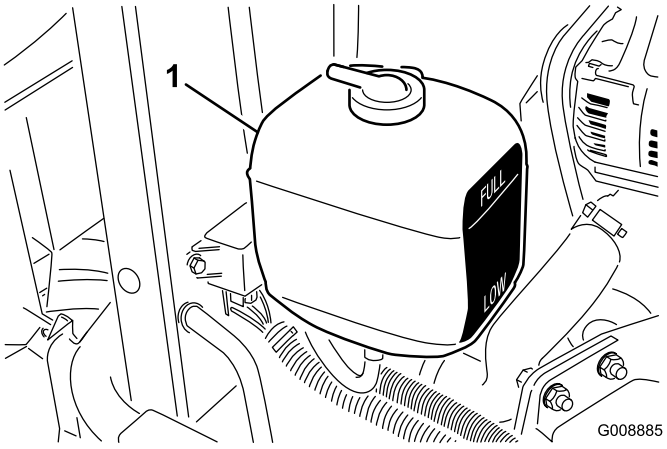

Figuur 24
1. Controleer het koelvloeistofpeil in de expansietank (Figuur 24). Als de motor koud is, behoort het koelvloeistofpeil ongeveer halverwege tussen de markeringen op de zijkant van de tank te staan.